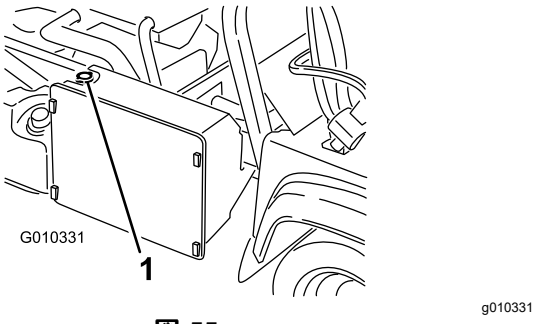

図 55
3. ラジエターキャップを取る図 55。
4. 冷却液タンクのキャップを取る図 55。
7. ラジエター液を一杯にして、キャップを閉める図 55。